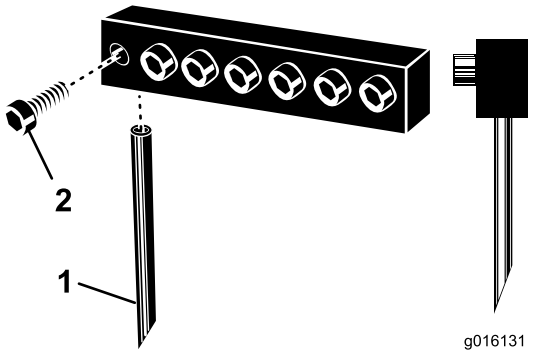

Figuur 26
3. Draai de klembouten los en verwijder de eerder gebruikte tanden (Figuur 26).
Opmerking: Holle tanden moeten worden geplaatst met de sleuf naar de achterzijde. Volledig gevulde tanden moeten met de hoek van de punt naar de machine wijzen (Figuur 26).